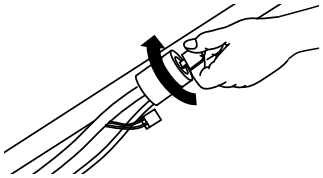
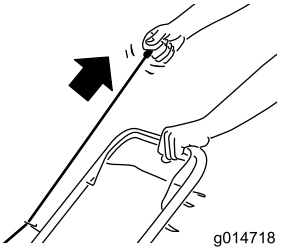

Figuur 16
Figuur 17
2. Draai het contactsleuteltje (uitsluitend modellen met elektrisch startsysteem; zie Figuur 16) of trek aan de handgreep van het startkoord (Figuur 17).